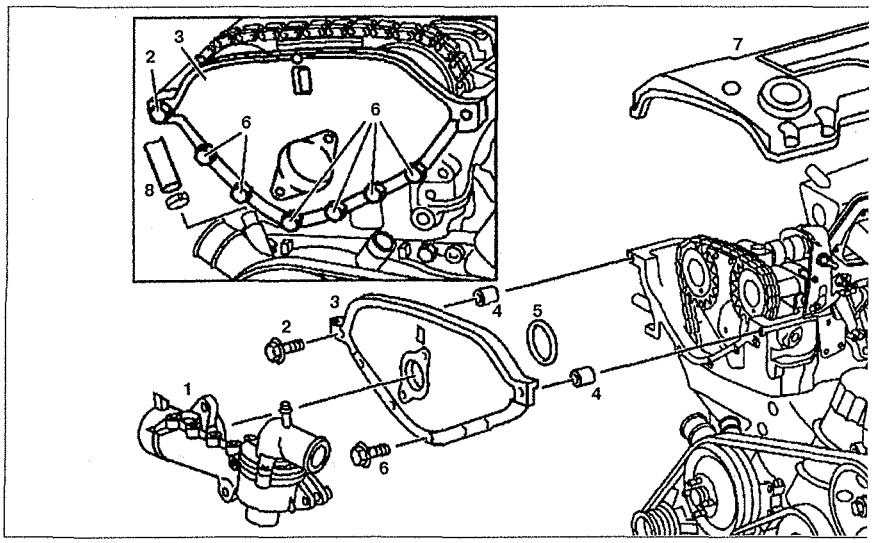

Рис. 2.7. Передняя крышка головки блока цилиндров:
2. Снимите крышку головки блока цилиндров **7** (см.рис.2.7).